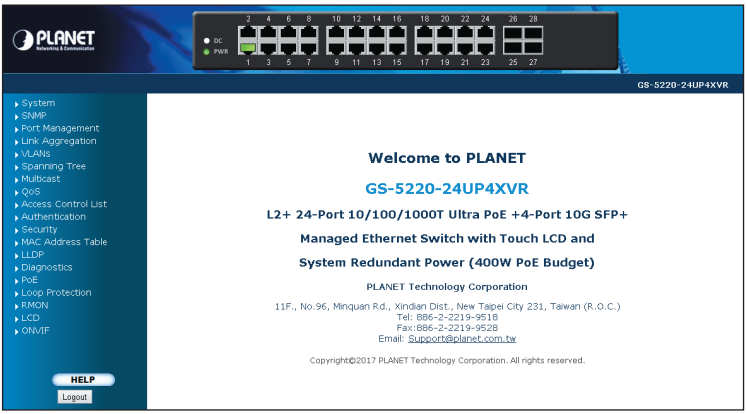

Figure 6-3: Web Main Screen of Managed PoE Switch
3. After entering the password, the main screen appears as Figure 6-3 shows.